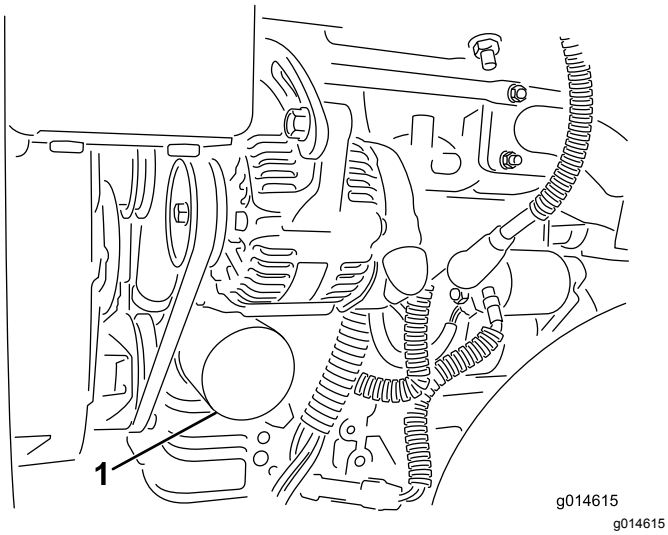

Figura 30
2. Retire o filtro do óleo (Figura 30). Aplique uma leve camada de óleo limpo na gaxeta do novo filtro.